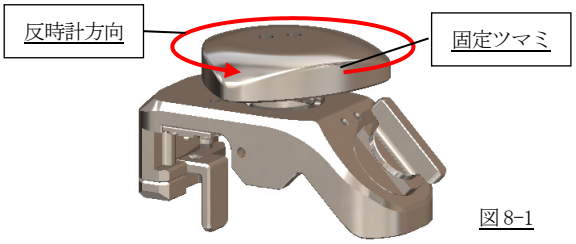
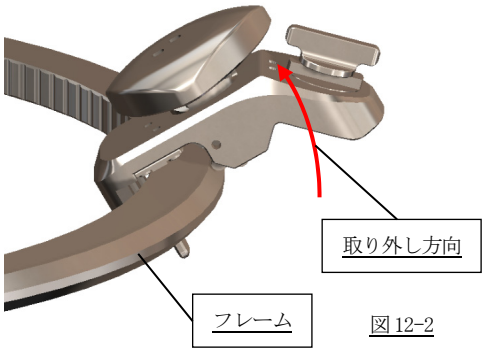

図 8-1
図 12-2
○レトラクタースライドアジャスターⅡは下記手順で取り付けや操作を行ってください。(図 8-1～図 12-2)
(1)-1 固定ツマミを反時計方向に回転し、抵抗を感じた時点で操作を止めてください。(図 8-1)
(5)-3 フレームからレトラクタースライドアジャスターⅡを取り外してください。(図 12-2)